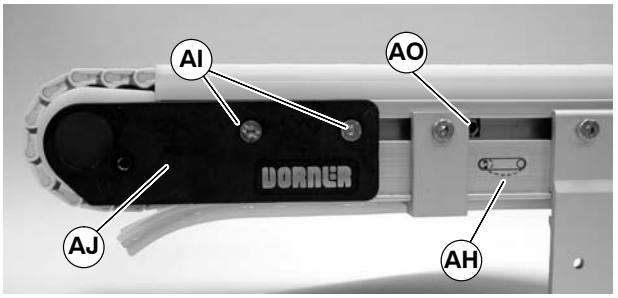

Figure 23
1. On tension end of the conveyor, identified with a label (AH of Figure 23), on both sides of conveyor, loosen fastening screws (AI). Insert 5mm Hex wrench into pinion gear (AO) and rotate to extend head plate assembly(AH).
3. After adjusting proper tensioning, tighten fastening screws (AI of Figure 23) on both sides of conveyor to 7 N–m.